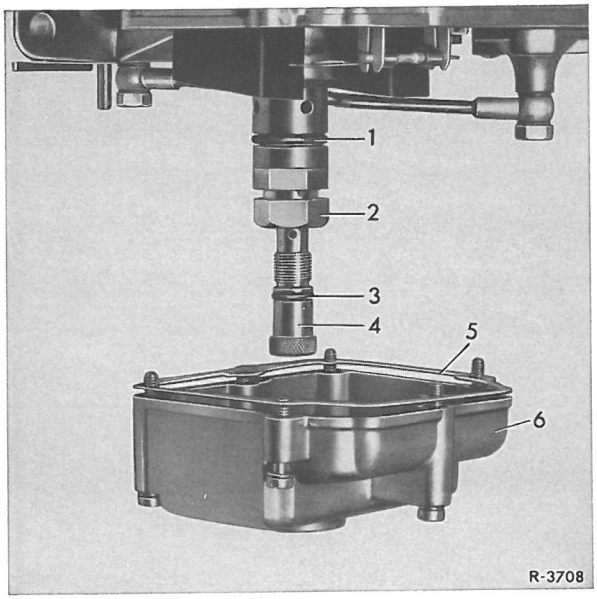

Fig. 07-3/1
3 Tomgangs-brændstofreguleringsskruen (4) skrues ud (fig. 07-3/1).